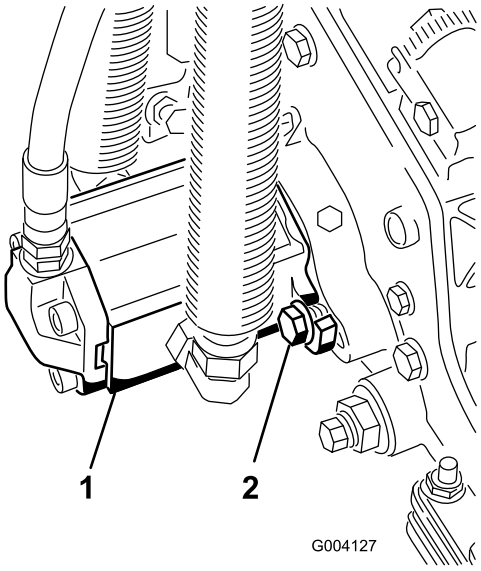

图14
16. 以顺时针旋转的方式安装马达让马达法兰与螺栓保持一定空隙图14。